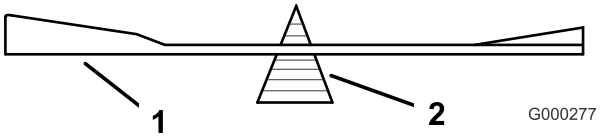
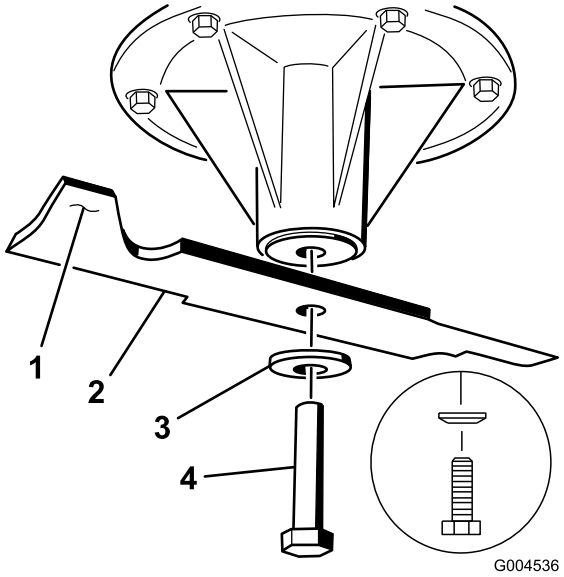

Figur 82
Figur 83
2. Fjern knivbolten, bueskiven og kniven fra spindelakselen (Figur 83).
2. Sjekk knivens balanse ved å legge den på en balanseringsinnretning (Figur 82). Hvis kniven holder seg i horisontal stilling, har riktig balanse og kan brukes. Hvis kniven ikke er i balanse, files litt av metallet på enden av vingeområdet bort (Figur 83). Fortsett med dette helt til kniven er balansert.
1. Monter kniven på spindelakselen (Figur 83).
2. Monter bueskiven og knivbolten. Bueskivekonusen må installeres mot bolthodet (Figur 83). Knivbolten trekkes til med et moment på 115–150 Nm.